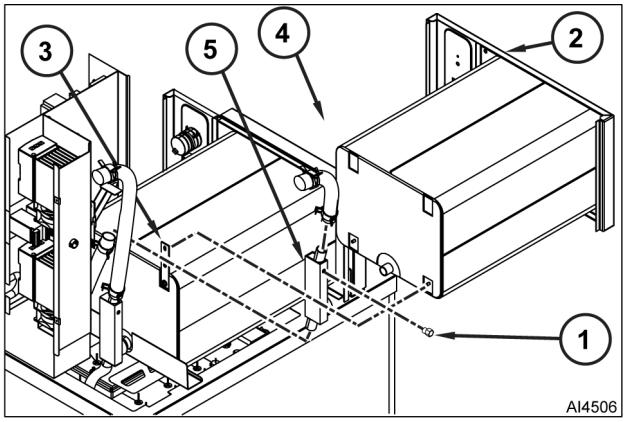

Fig. 45
B. Remove sensor probe fitting (1, Fig. 45) from vent weldment (5).
C. Remove vent hose (4) from vent weldment (5).
12. Remove cable clamp and drain hose from bottom of vent weldment (5).
13. Remove mounting nuts that secure cooking compartment (2) to vertical mounting brackets (3).
15. Remove vent weldment (5) cooking compartment (2).